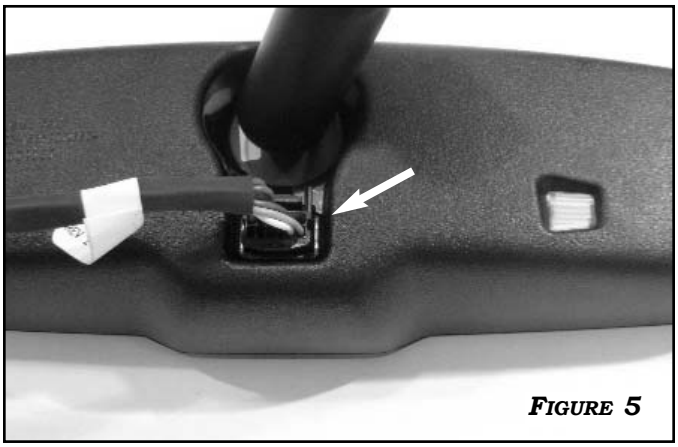

Figure 5
2. Connect the Tacoma Interface harness to the mirror monitor by inserting the 12-pin or 16-pin connector into the mating connector on the back side of the mirror monitor. Make sure the lock is engaged. **Figure 5**